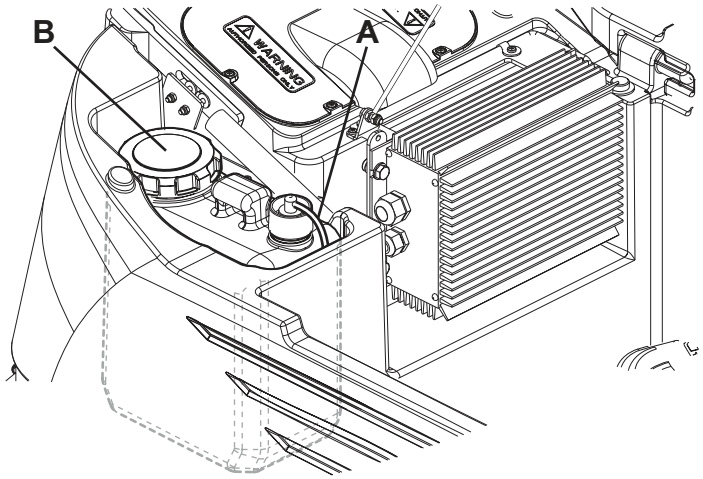

Figure 10
2. Ouvrir le couvercle (20) et vérifier si le réservoir d'eau de récupération (19) est vide. Si tel n'est pas le cas, le vider au moyen du tuyau de vidange (24). Fermer le couvercle (20).
3. Abaisser prudemment le réservoir d'eau de récupération (44).
4. Dévisser le bouchon et déconnecter le tuyau (A, Fig. 10) du réservoir (B).
7. Reposer le réservoir (42) dans son logement comme indiqué dans la figure et le connecter au tuyau (A).